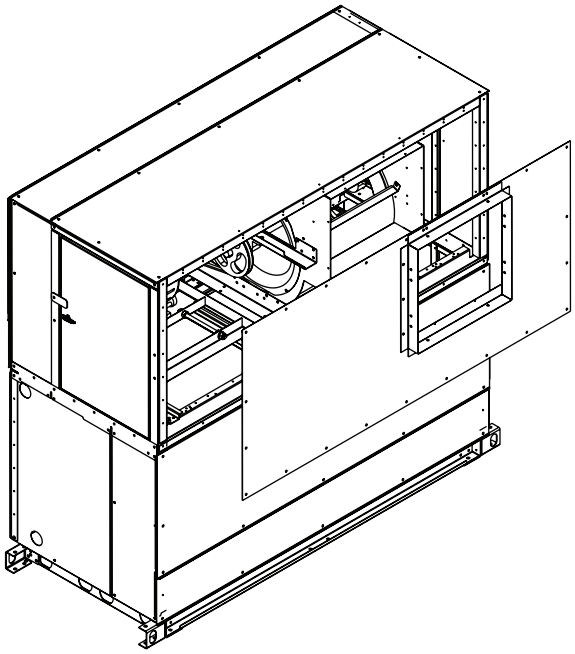

Fig. 91 — Remove All Panels
2. Remove all of the panels from the fan section (Fig. 91).